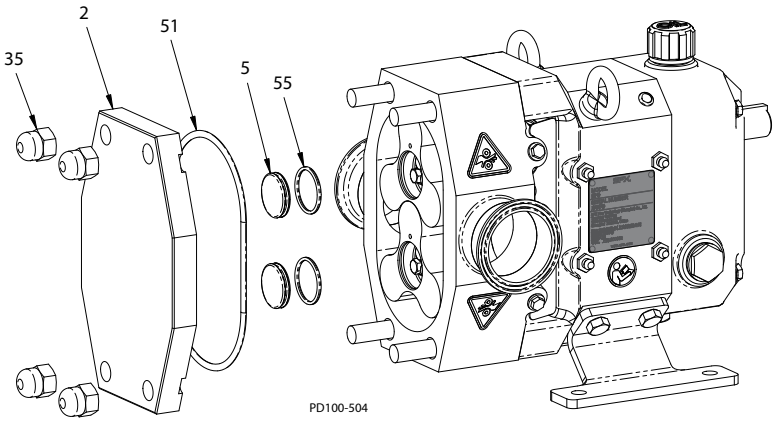

Afbeelding 66 - Installatie van deksel
1. Installeer de o-ring van de schroefdop (Afbeelding 66, item 55) in de groef van de schroefdop (item 5) en installeer deze in het boorgat van de rotor. De o-ring zal in de groef van het boorgat van de rotor vastklikken.
2. Installeer de afscherming van de o-ring (item 51) in de groef van het deksel.
4. Installeer het deksel (item 2) over de bouten en bevestig het met dopmoeren (item 35). De pomp moet vrij draaien, zonder vast te zitten of te slepen.